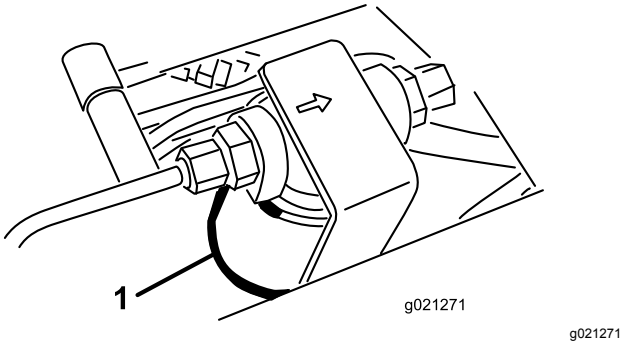
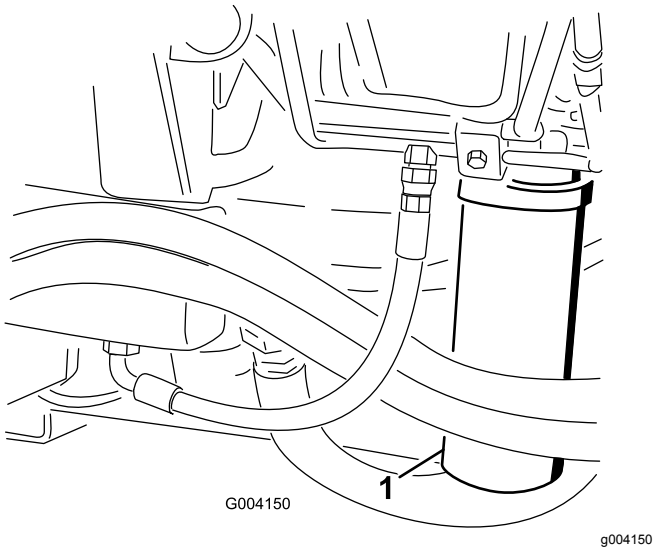

Figur 104
Figur 105
2. Rengør området rundt om filtermonteringsområdet, og sæt en bakke under filteret (Figur 104 og Figur 105).